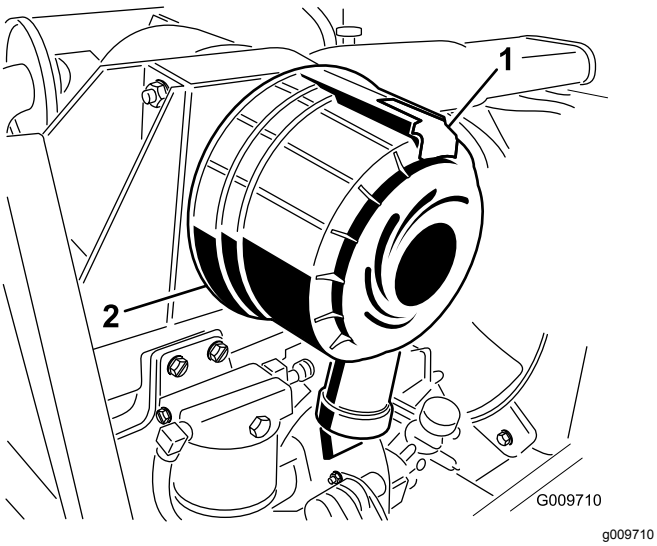

**Figur 50**
1. Træk låsen udad, og drej luftfilterdækslet mod uret (Figur 50).